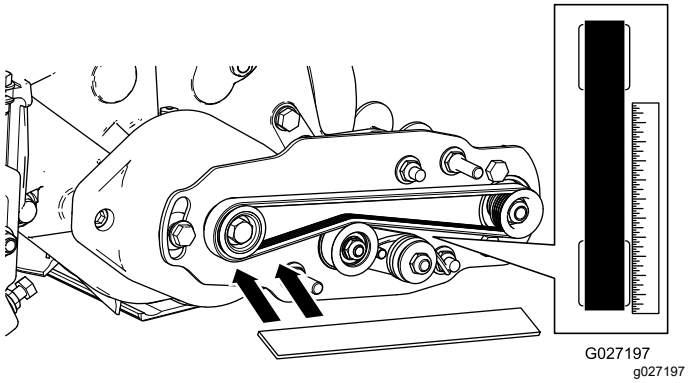

Figura 18
- Disponha uma régua de traçar ao longo da face externa da polia de **transmissão** (Figura 18). **Não** coloque a régua de traçar sobre polia da transmissão e a polia acionada.